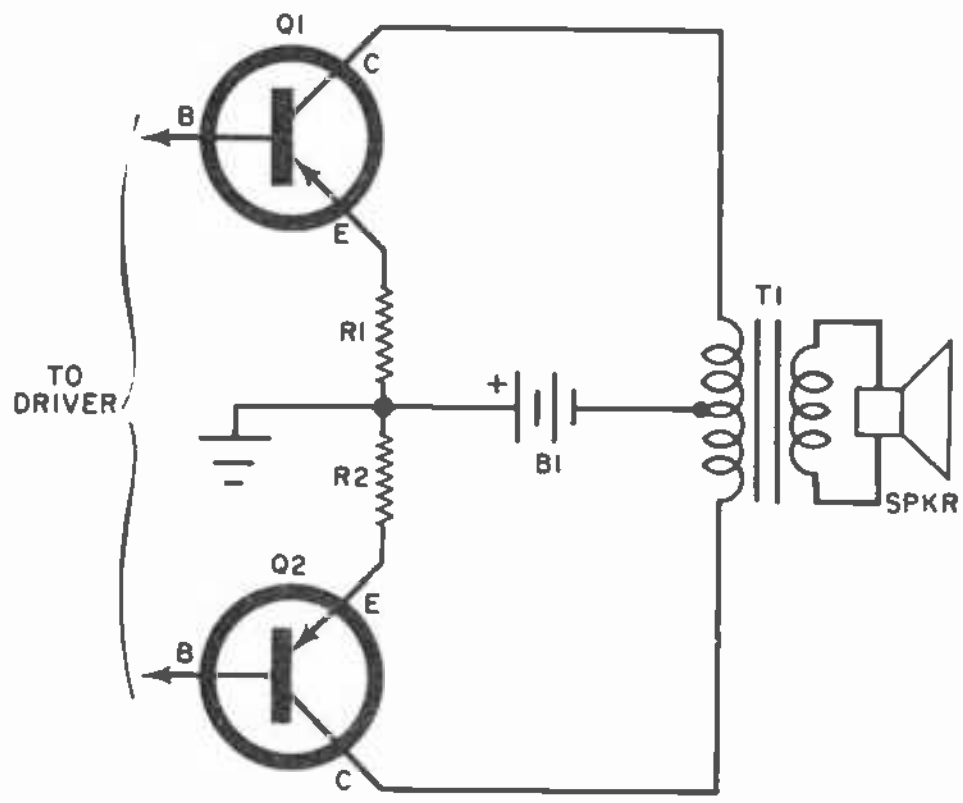

Fig. 4. A transistor audio transformer represents a compromise between ideal circuit requirements and factors of physical size, weight, and cost.
For example, take the output stage illustrated in Fig. 4. Although a push-pull amplifier, it can be considered as a single-ended stage if the lower half of the circuit (*Q2*) is blocked out. In this circuit, output transformer *T1* must: (1) provide a d.c. path for *Q1*'s collector current; (2) act as a collector load for the transistor; (3) match the stage's output impedance to the loudspeaker's voice coil; and (4) transfer power efficiently from the primary to secondary windings.